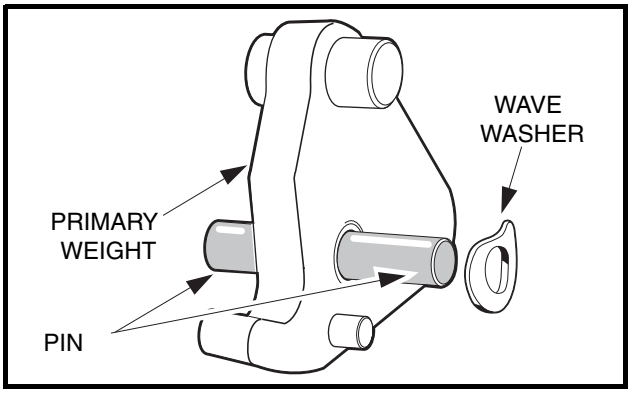

Figure 17-10 Install Pin and Washer
5.3. Before removing, note the orientations of the wave washer and of the primary and secondary weights to one another **(Figures 17-10 and 17-11, Page 17-8)**. Remove the plastic washers, weights and wave washer from the pin. Retain all parts.
7. Install the primary weights on the mounting pins **(Figure 17-10, Page 17-8)**.
8. Install a wave washer on each mounting pin. Make sure that the concave side of the washer faces the side of the primary weight with the small guide pin protruding from it **(Figure 17-10, Page 17-8)**.